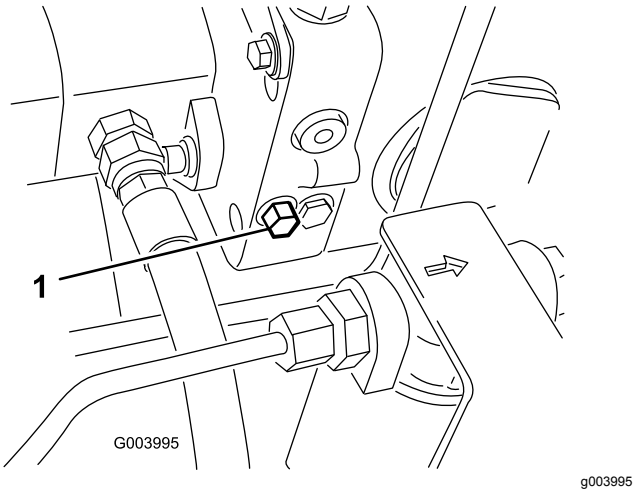

**Figur 75**
1. Vrid bulten 1–1,5 varv för att öppna ventilen och låta olja avledas internt (Figur 75).